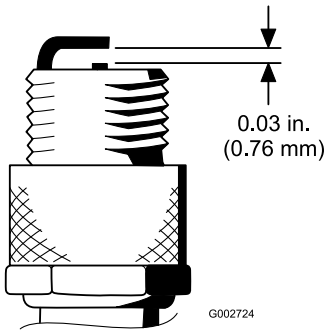

Figur 28
4. Still inn luftgapet mellom midten og siden på elektrodene til 0,76 mm (Figur 28). Monter den riktig innstilte tennpluggen med pakning, og stram pluggen til 23 Nm. Hvis du ikke bruker momentnøkkel, trekker du pluggen godt til.